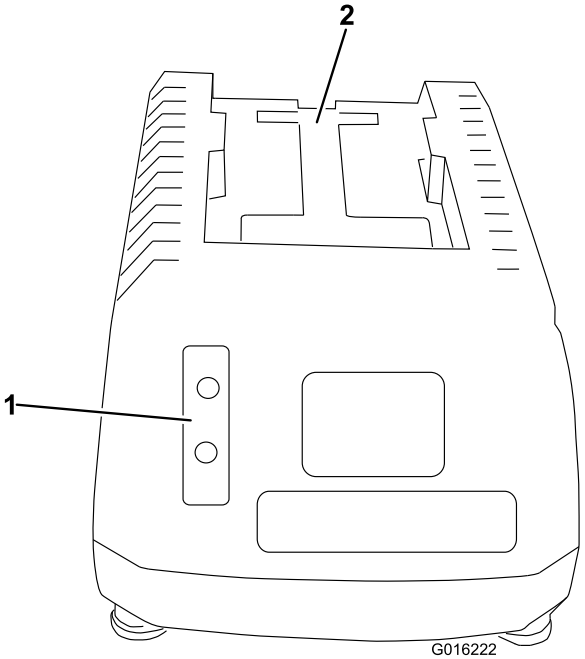
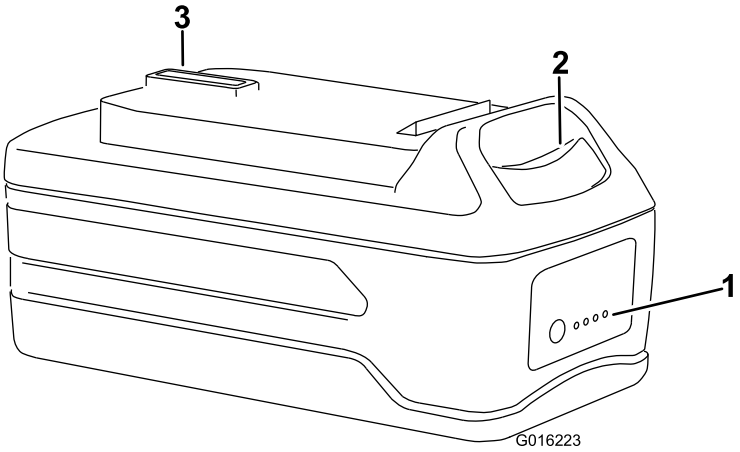

**Figura 7**
**Figura 8**
1. Ponga la batería boca abajo y alinee el terminal de la batería con la ranura del cargador (Figura 7 y Figura 8).